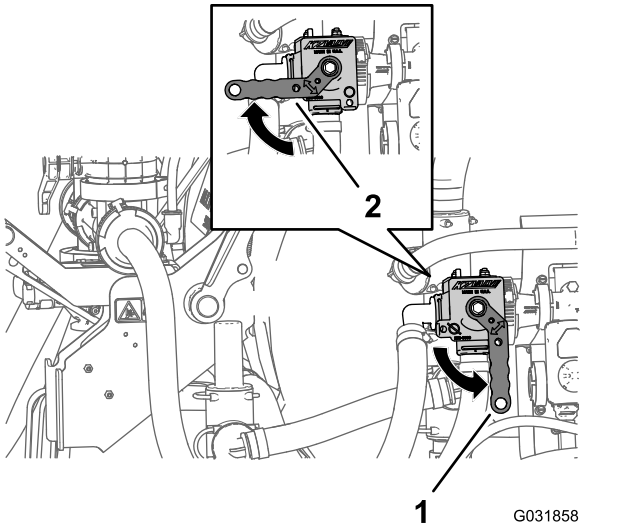

Figur 248
4. Åpne væskeavstengingsventilen for eduktoren ved å dreie håndtaket mot urviseren til ÅPEN stilling (Figur 248).
Merk: For å slå av strømmen av væske til eduktoren vrir du håndtaket på væskeavstengingsventilen med klokken 90 grader til LUKKET-posisjon (Figur 248).